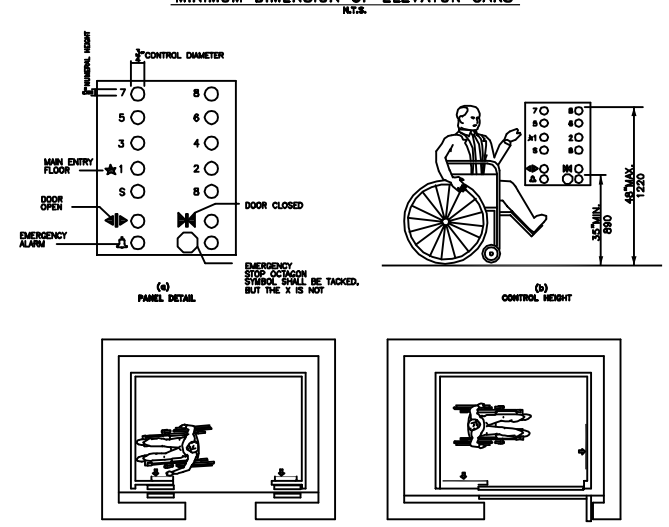

FIG. 23
(1) BUTTONS. ALL CONTROL BUTTONS SHALL BE AT LEAST 3/4" (19mm) IN THEIR SMALLEST DIMENSION. THEY SHALL BE RAISED OR FLUSH.
(2) TILE SIGNALS AND VISUAL CONTROL INDICATORS. ALL CONTROL BUTTONS SHALL BE DESIGNATED BY BRAILLE AND BY RAISED STANDARD ALPHABET CHARACTERS FOR LETTERS, ARABIC CHARACTERS FOR NUMERALS, OR STANDARD SYMBOLS FOR FUNCTIONS IN FIG. 23(a)(b) AND AS REQUIRED IN ASME A17.1-1990. RAISED AND BRAILLE CHARACTERS AND SYMBOLS SHALL COMPLY WITH 4.30. THE PANEL SHALL BE ARRANGED WITH THE HIGHEST FLOOR DESIGNATED BY A RAISED STAR AT THE LEFT OF THE FLOOR DESIGNATION (SEE FIG. 23(a)). ALL RAISED DESIGNATIONS FOR CONTROL BUTTONS SHALL BE PLACED IMMEDIATELY TO THE LEFT OF THE BUTTON TO WHICH THEY APPLY. APPLIED PLATES, PERMANENTLY ATTACHED, ARE AN ACCEPTABLE MEANS TO PROVIDE RAISED CONTROL DESIGNATIONS. FLOOR BUTTONS SHALL BE PROVIDED WITH VISUAL INDICATORS TO SHOW WHEN EACH CALL IS REGISTERED. THE VISUAL INDICATORS SHALL BE EXTINGUISHED WHEN EACH CALL IS ANSWERED.
(3) HEIGHT. ALL FLOOR BUTTONS SHALL BE NO HIGHER THAN 54" (1370mm) ABOVE THE FINISH FLOOR FOR SIDE APPROACH AND 48" (1220mm) FOR FRONT APPROACH. EMERGENCY CONTROLS, INCLUDING THE EMERGENCY ALARM AND EMERGENCY STOP, SHALL BE PLACED AT THE BOTTOM OF THE PANEL. FLOOR SHALL HAVE A SLOPE NO GREATER THAN 2% (SEE FIG. 23(a)) AND A FINISH FLOOR SILL NO LESS THAN 3/4" (19mm).
(4) LOCATION. CONTROLS SHALL BE LOCATED ON A FRONT WALL IF A FRONT SIDE CENTER OPENING DOORS, AND AT THE SIDE WALL ON AT THE FRONT WALL NEXT TO THE DOOR IF CARS HAVE SIDE OPENING DOORS (SEE FIG. 23(c) OR (d)).